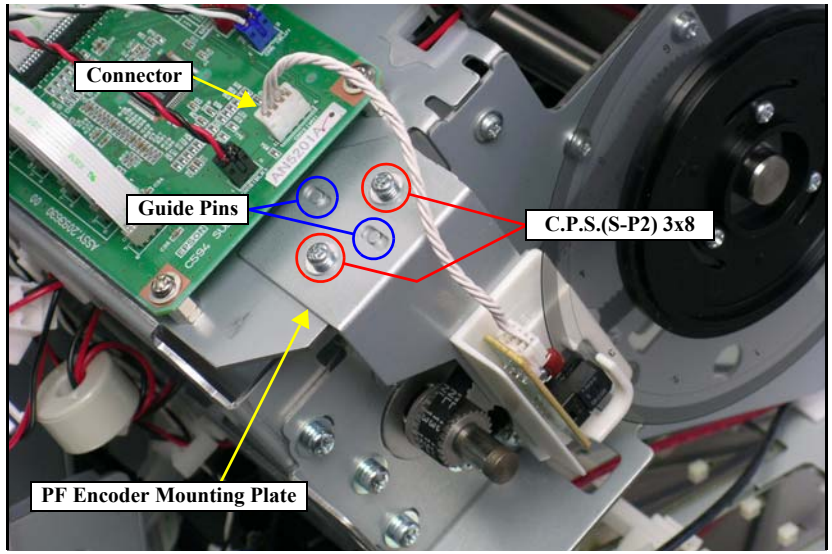

Figure 4-83. Removing the PF Encoder Mounting Plate
When performing the next step, be careful not to deform or damage the SCALE, PF. *See Figure 4-83.*
4. Disconnect the connector of the PF Encoder Sensor from the BOARD ASSY., SUB; C. *See Figure 4-83.*
5. Remove the two screws that secure the PF Encoder Mounting Plate and remove it. *See Figure 4-83.*
- **Set the two positioning holes of the PF Encoder Mounting Plate onto the two guide pins.** ***See Figure 4-83.***